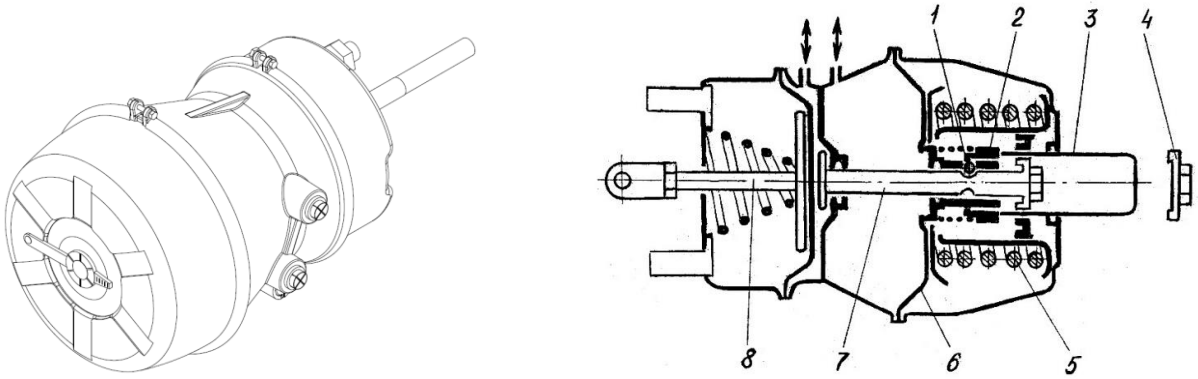

Рис. 1.12 – Тормозная камера с энергоаккумулятором
Тормозная камера с пружинным энергоаккумулятором (18) (рис. 1.12) предназначена для приведения в действие тормозных механизмов второй и третьей осей (для трёхосных полуприцепов) или второй, третьей и четвёртой осей (для четырёхосных) при включении рабочего и стояночного тормозов. Состоит из двух основных частей - силовой части (тормозной камеры) и пружинного энергоаккумулятора. Силовая часть работает независимо от пружинного энергоаккумулятора. Пружинный энергоаккумулятор состоит из
шарика (1), втулки (2), ключа для растормаживания (3), колпачка (4), пружины энергоаккумулятора (5), диафрагмы (6), штока энергоаккумулятора (7), штока силовой части (8). На рис. 1.12 изображена тормозная камера в положении готовности к движению: кран стояночного тормоза включен, энергоаккумулятор под давлением сжатого воздуха, пружина энергоаккумулятора (5) сжата, шток (7) и силовая часть камеры в исходном положении. При срабатывании стояночной тормозной системы осуществляется частичный или полный сброс давления в камере, пружина (5) освобождается, шток (7), выдвигаясь, воздействует на шток (8) силовой части - полуприцеп затормаживается. Максимальная сила торможения пружинного энергоаккумулятора достигается при полном сбросе давления в камере. Для растормаживания снова осуществляется подача воздуха в камеру.